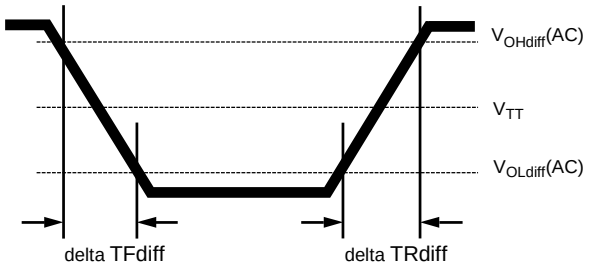

Figure 19. Differential Output Slew Rate Definition
With the reference load for timing measurements, output slew rate for falling and rising edges is defined and measured between VOLdiff(AC) and VOHdiff(AC) for differential signals as shown in Table 29 and Figure 19.